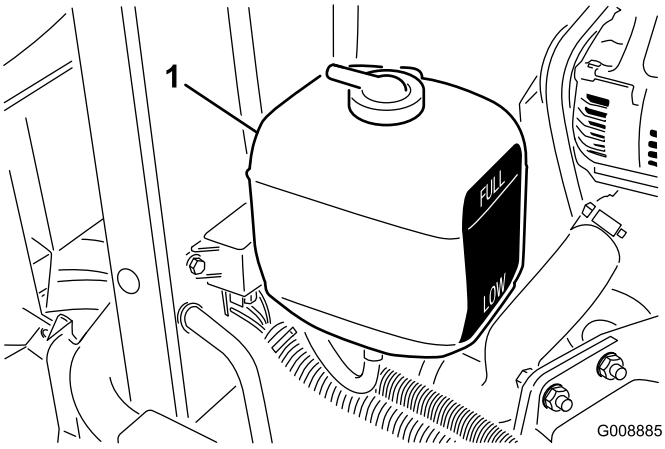

**Figur 39**
1. Kontroller kølevæskestanden i ekspansionsbeholderen (Figur 39).